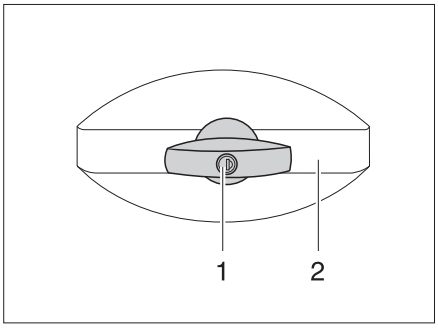

Fig. 28 Flap lock, elliptical, locked
- Insert the key into the locking cylinder (Fig. 28,1) and turn a quarter turn anticlockwise. Lock handle (Fig. 28,2) is released.